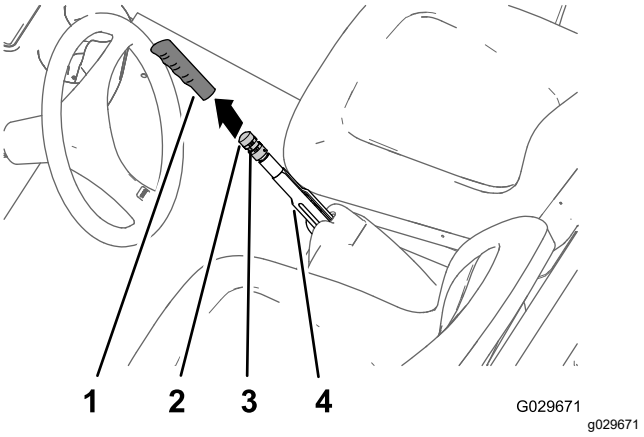

Figur 66
1. Fjern håndtaket fra parkeringsbremsespaken (Figur 66).
2. Løsne setteskruen som fester bremsejusteringsknotten til parkeringsbremsespaken (Figur 66).
3. Drei bremsejusteringsknotten til du oppnår en kraft på 133 til 156 N for å ta i bruk parkeringsbremsspaken (Figur 66).
4. Stram til setteskruen, og monter håndtaket (Figur 66).
2. Løsne setteskruen (Figur 66) som fester bremsejusteringsknotten til parkeringsbremsespaken, koble fra parkeringsbremsen og løsne bremsejusteringsknotten.
5. Drei bremsejusteringsknotten (Figur 66) til du oppnår en kraft på 133 til 156 N, som kreves for å ta i bruk parkeringsbremsspaken.
C. Drei bremsejusteringsknotten (Figur 66) til du oppnår en kraft på 133 til 156 N, som kreves for å ta i bruk parkeringsbremsspaken.
- Stram setteskruen, og monter håndtaket (Figur 66).